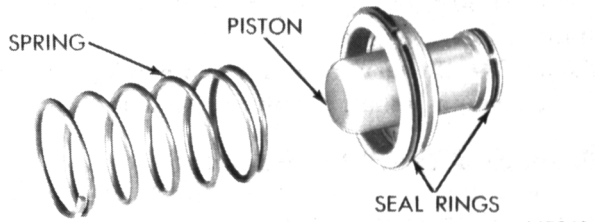

Fig. 102—Accumulator Piston and Spring
(1) Clean mating surfaces and inspect for burrs on both the transmission case and valve body steel plate.
(2) Install accumulator piston in transmission case and place piston spring on the accumulator piston (Fig. 102). Make sure Back-Up Light and Neutral Start Switch has been removed.
(3) Insert parking lock rod through opening in rear of case with the knob positioned against the reaction plug and sprag. Move front end of rod toward center of transmission while exerting rearward pressure on rod to force it past the sprag (rotate output shaft if necessary).